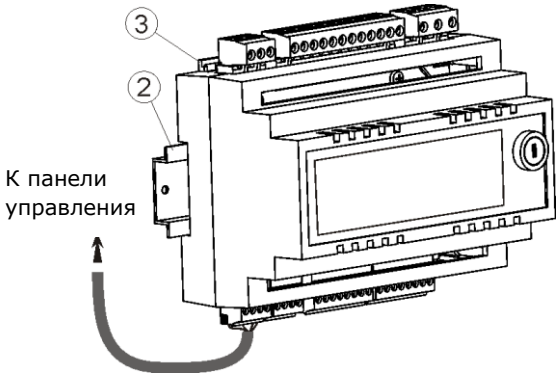

Рис. 21 Закрепление регулятора на рейке, где: 1 - исполнительный модуль, 2 – рейка DIN TS35 , 3 – крепления.
Исполнительный модуль предназначен для установки на стандартной рейке DIN TS35. Рейку необходимо стабильно закрепить на жесткой поверхности. Перед размещением модуля на рейке (2), следует поднять вверх крепления (3) используя отвертку, Рис. 21. После размещения на рейке зажать крепления (3) в исходное положение. Убедитесь, что устройство надежно закреплено и невозможно снять его с рейки без использования инструментов. Подключите кабель (4) соединяющий модуль с панелью управления.